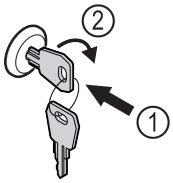

Fig. 209
▶ Introduceți cheia prin apăsare. *Fig. 209 (1)*
▶ Rotiți cheia cu 90° în sensul acelor de ceasornic. *Fig. 209 (2)*